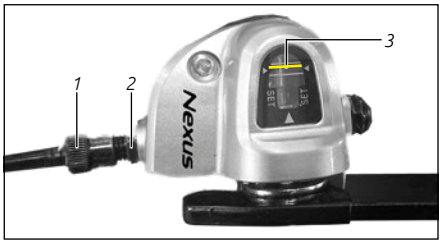

Fig. :53
2. Vérifiez la vitesse actuellement enclenchée en observant la fenêtre *(voir « Fig. :53 »)* du boîtier de vitesses.
- Ou desserrez le contre-écrou *(voir « Fig. :53 »(2))* sur le boîtier de vitesses pour tourner l'écrou moleté *(voir « Fig. :53 » (1))* jusqu'à ce que le repère jaune se trouve exactement entre les lignes de délimitation.